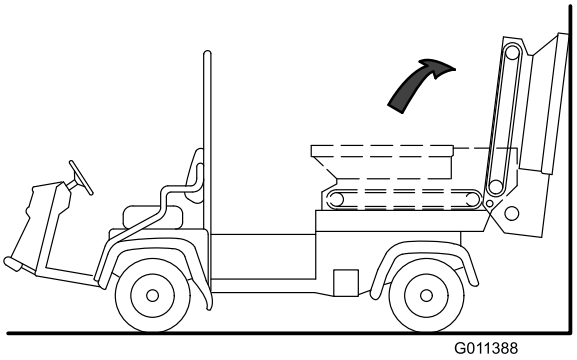

Figur 33
5. Vipp beholderen bakover, og len den mot en vegg, stige etc. Ikke la beholderen hvile mot maskinens bakside, da dette kan skade de hydrauliske koblingene (Figur 33).
Viktig: Sørg for at beholderen er vippet forbi midten og/eller festet til vegg eller pilarer for å forhindre at den faller ned på arbeidsområdet (Figur 33).